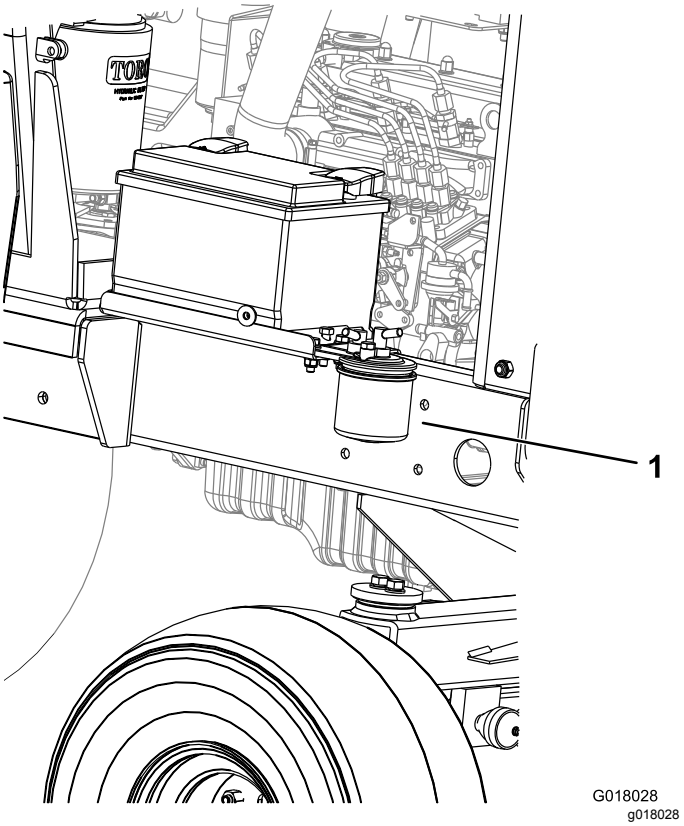

Figur 37
1. Anbring en ren beholder under brændstoffilterskålen (Figur 37).